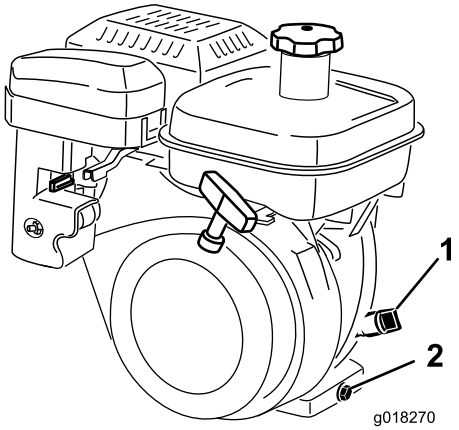

Figur 30
2. Placer plæneklipperen, så motoren er vandret, og rengør området omkring oliestandsmåleren (Figur 30).
3. Drej oliestandsmåleren med uret, og tag den ud (Figur 30).
5. Fjern den, og kontroller oliestanden. Hvis oliestanden er lav, skal du fylde så meget olie på, at standen er mellem "H"- og "L"-mærkerne på målepinden (Figur 30).
2. Anbring en drænbakke under maskinens bagende, direkte under aftapningsproppen (Figur 30).